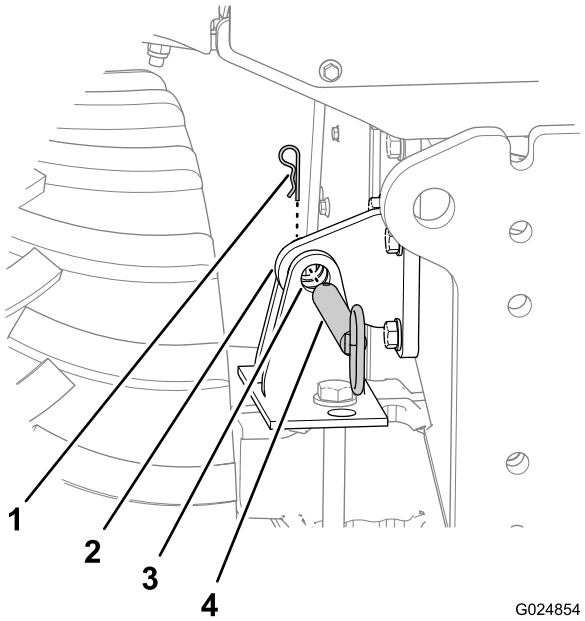

Рисунок 49
1. Снимите шплинт крепления штифта блокировки наклона к кронштейну блокировки ходовой части (Рисунок 49).
2. Извлеките штифт блокировки наклона из отверстий в кронштейне блокировки ходовой части и кронштейна блокировки моста (Рисунок 49).
1. Используйте переключатель наклона для совмещения отверстия в кронштейне блокировки ходовой части с отверстиями в кронштейне блокировки моста (Рисунок 49).
4. Вставьте до упора штифт блокировки наклона в горизонтальные отверстия кронштейна блокировки ходовой части и кронштейна блокировки моста (Рисунок 49).
5. Закрепите штифт блокировки наклона в кронштейне блокировки ходовой части с помощью шплинта (Рисунок 49).